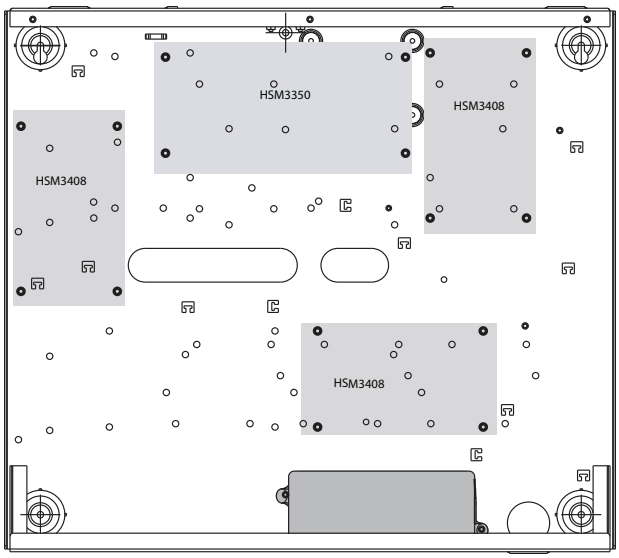

Figure 2-6 Modules HSM3350 et HSM3408 dans l’armoire HSC3020C
1. Acheminez le câble CA à travers l'ouverture au bas du boîtier et fixez-le à l'aide d'une attache de câble comme illustré dans la figure 2-6.